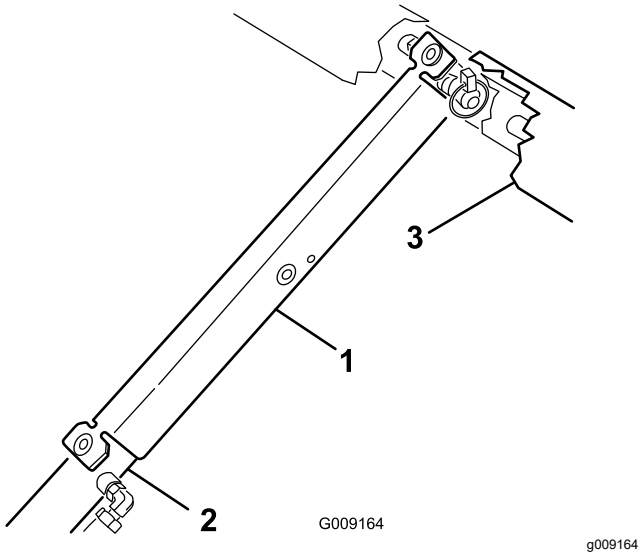

Figuur 32
3. Druk de laadbakbeveiliging op de cilinderstang, waarbij u ervoor moet zorgen dat de beide uiteinden van de laadbakbeveiliging rusten op het uiteinde van de cilinderbus en het uiteinde van de cilinderstang (Figuur 32).